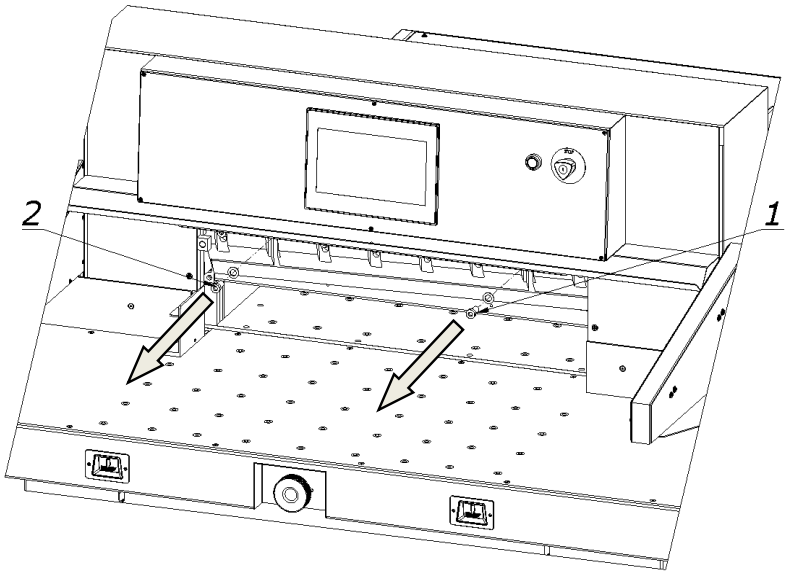
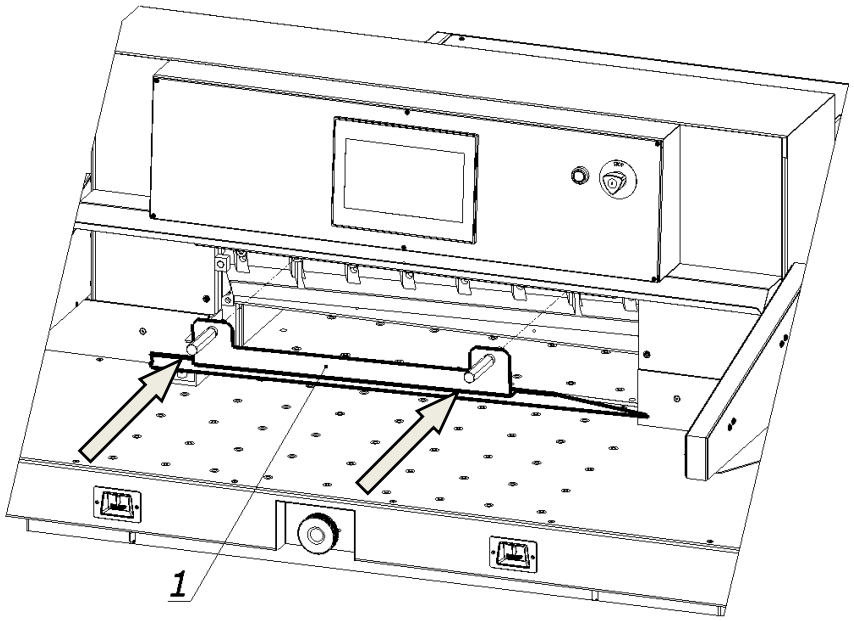
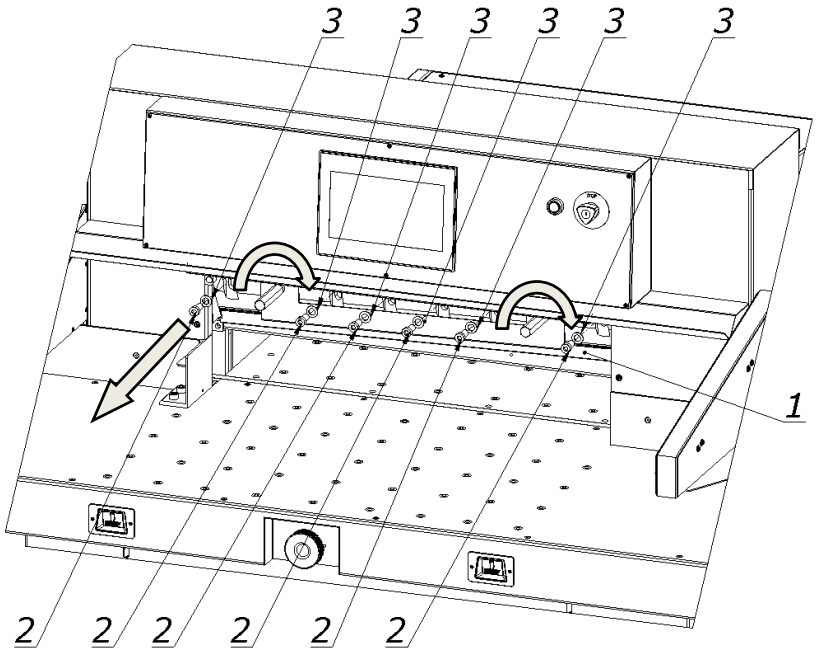

Figure 25.
Figure 26.
Figure 27.
9. Unscrew and remove fixing screws 1 and 2 (Fig. 25).
10. Screw in blade change safety tool 1 (Fig. 26) in place of the removed screws 1 and 2 (Fig. 25) so that it secures the knife to the knife bar (Fig. 27).
11. Unscrew and remove screws 2 together with washers 3 (Fig. 27).